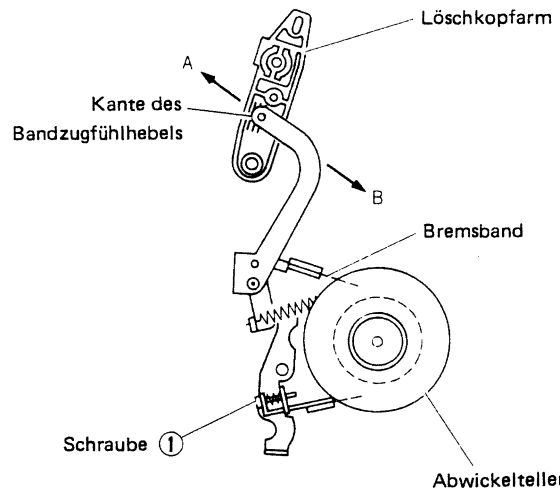

Abb. 2-11 Bandzugfühlhebel
2. Wie in Abb. 2-11 gezeigt, sind am Gesamtlöschkopfarm drei Linienmarkierungen vorhanden. Schraube ① so drehen, daß die Kante des Bandzugfühlhebels genau auf die äußerste Linie ausgerichtet ist. Durch Drehen der Schraube im Uhrzeigersinn wird der Bandzugfühlhebel in Richtung A, durch Drehen gegen den Uhrzeigersinn in Richtung B bewegt.
4. Nach der Einstellung die Kassette entnehmen und Schraube ① versiegeln.